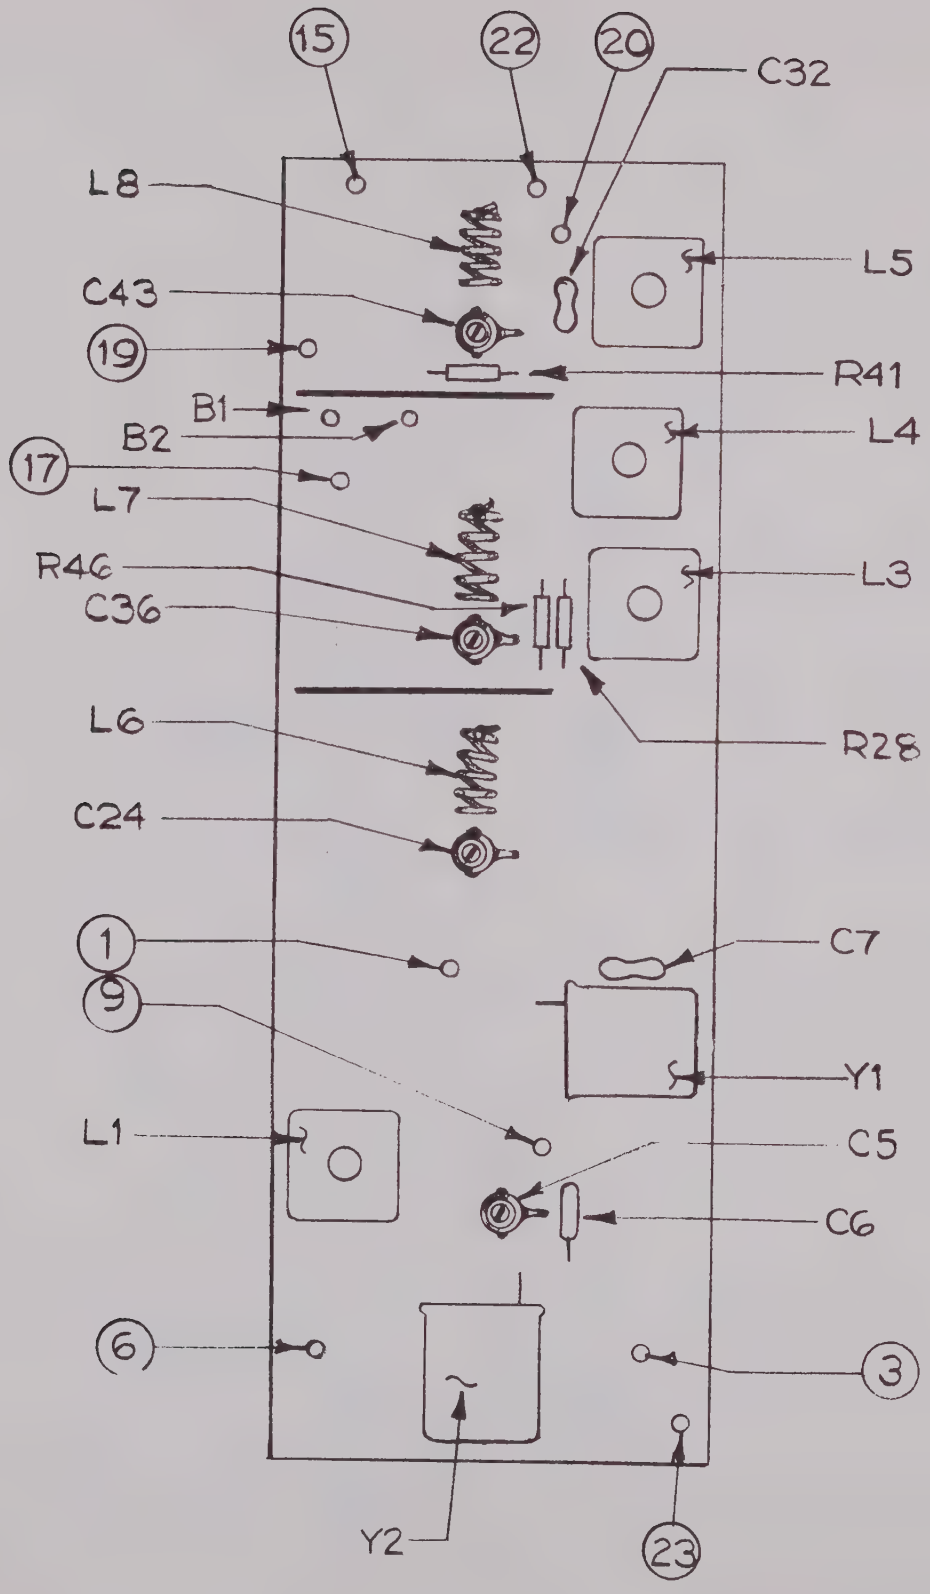

Figure 4-9. A16 - A20 Boards, Location Diagram
4.5.10 BOARD A20 LOW FREQUENCY ADJUSTMENT (FIGURE 4-9).
4.5.11 BOARD A19 LOW FREQUENCY ADJUSTMENT (FIGURE 4-9).
4.5.12 BOARD A18 LOW FREQUENCY ADJUSTMENT (FIGURE 4-9).
4.5.13 BOARD A17 LOW FREQUENCY ADJUSTMENT (FIGURE 4-9).
4.5.14 BOARD A16 LOW FREQUENCY ADJUSTMENT (FIGURE 4-9).
4.5.20 BOARD A20 HIGH FREQUENCY ADJUSTMENT (FIGURE 4-9).
4.5.21 BOARD A19 HIGH FREQUENCY ADJUSTMENT (FIGURE 4-9).
4.5.22 BOARD A18 HIGH FREQUENCY ADJUSTMENT (FIGURE 4-9).
4.5.23 BOARD A17 HIGH FREQUENCY ADJUSTMENT (FIGURE 4-9).
4.5.24 BOARD A16 HIGH FREQUENCY ADJUSTMENT (FIGURE 4-9).